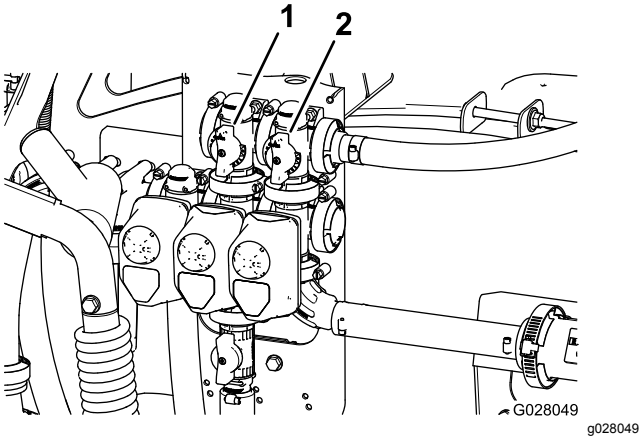

Figur 20
11. Justera omrörningsöverströmningsventilen (Figur 20) på baksidan av omrörningsventilen tills tryckmätaren visar 6,9 bar.
9. Använd handtaget till sektionens huvudöverströmningsventil för att styra omrörningen i tanken (Figur 20).